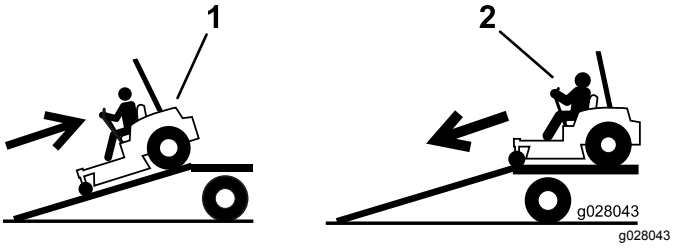

Figur 45
4. Rygg maskinen opp på rampen (Figur 45).
2. Kjør maskinen fremover ned fra rampen (Figur 45).